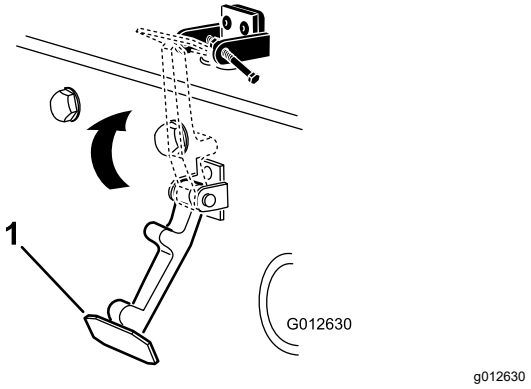

Figur 5
7. Sæt låsen fast på hjelmlåsebeslaget (Figur 5).